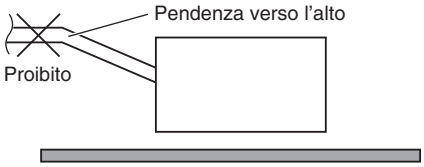

Fig. 3-12
- Non installare il tubo con una pendenza in su dal foro di collegamento. Questo causerebbe il riflusso dell'acqua di scarico e perdite dall'unità quando questa non è in uso. (Fig. 3-12)